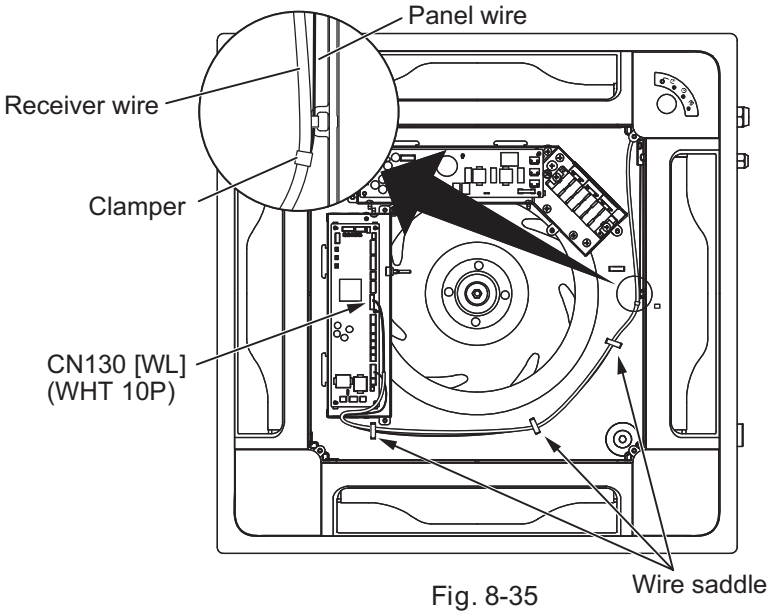

Fig. 8-35
4. Fit the panel to the indoor unit and connect the wire from the receiver to the connector (CN130/WL/WHT/10P) on the indoor control board. (Fig. 8-35)
6. Clamp the receiver wire and panel wire together with the supplied clamper. (Fig. 8-35)
7. Insert the receiver wire and panel wire into the wire saddles. (Fig. 8-35)